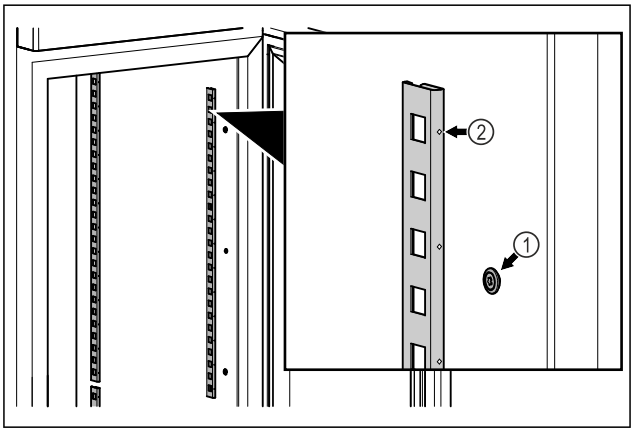

Fig. 17 Représentation à titre d'exemple
▶ Accrocher les bandes d'encliquetage dans la suspension *Fig. 17 (1)*. Le repère *Fig. 17 (2)* doit pointer vers l'avant.